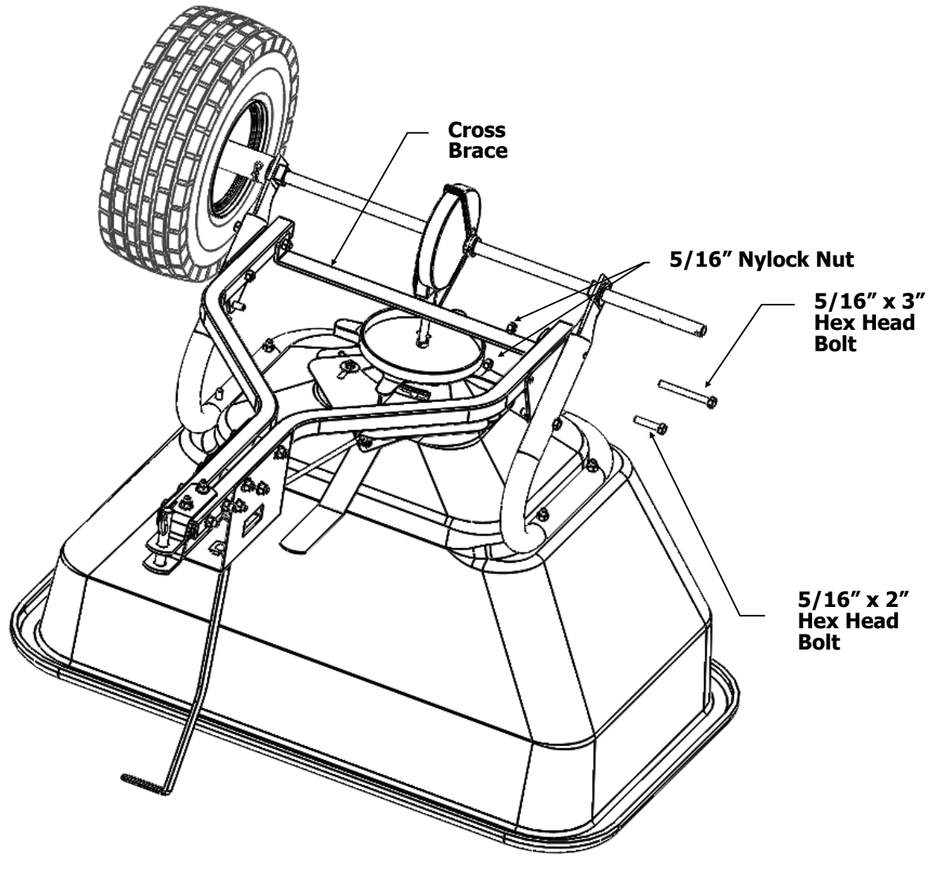

Figure 1
1. Remove two pre-attached 5/16” x 2” Hex Head Bolts in front holes and the two 5/16” x 3” Hex Head Bolts in rear holes. Remove the 5/16” Nylock Nuts (both sides) and Cross Brace. It is not necessary to remove the tire for this step, this is shown only for clarity. See Figure 1.